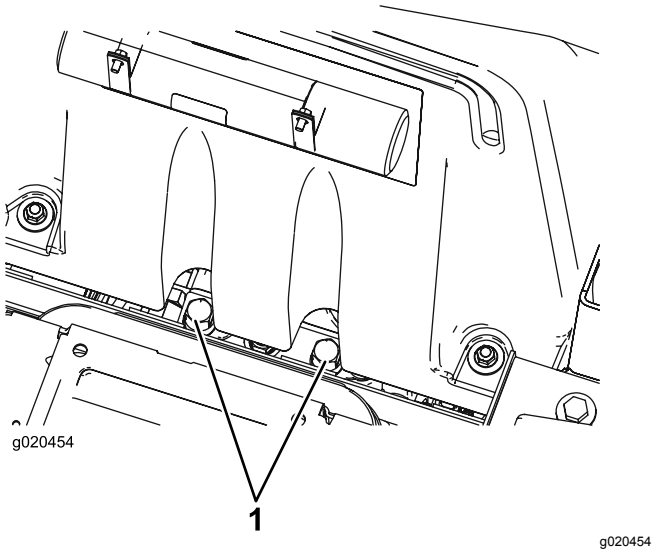

Figuur 56
1. Zet de stoel omhoog. De omloopkleppen bevinden zich onder de voorzijde van de brandstoftank (Figuur 56).